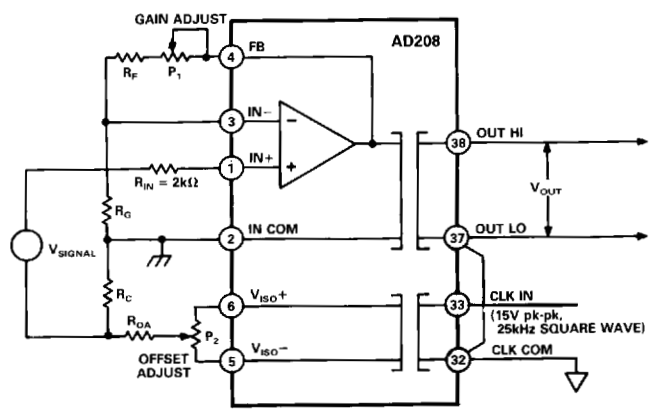

Figure 31. Input Adjustment Circuit for the Noninverting Mode of Operation
Offset Adjustment. Figure 31 shows the suggested input adjustment connections when the isolator's input amplifier is configured for the noninverting mode of operation. The offset adjustment circuit injects a small voltage in series with the low side of the signal source. The adjustment potentiometer P_2 is responsible for nulling out the offset voltage. A 100 kΩ P_2, 50 kΩ R_{OA} and a 100 Ω R_C should provide an offset adjustment range (Referred to Input) of about ±15 mV. Since the offset is zeroed out ahead of the gain, the values given above for P_2, R_{OA} and R_C should work for any gain on the isolator.
- To minimize CMR degradation it is recommended that the resistor R_C (shown in Figure 31) be below a few hundred ohms.
- The offset adjustment circuit of Figure 31 will not work if the signal source has another current path to input common, or if current flows in the signal source LO lead. If this is the case, use the output adjustment procedure.
Gain Adjustment. Figure 31 also shows the suggested gain adjustment circuit. Note that the gain adjustment potentiometer P_1 is incorporated into the gain-setting resistor network at the isolator's input.